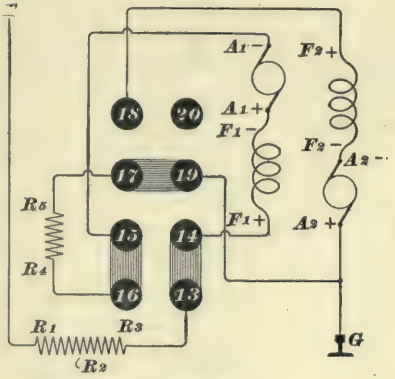

FIG. 24.
**27.** Fig. 24 shows the No. 1 motor cut in and the No. 2 motor cut out. In this case, a quarter-turn on plug No. 2 has broken the connection between posts *17* and *18* and made connection between posts *17* and *19* direct to the ground at $G$. One end of the No. 2 motor is left hanging in the air at post *18*, and the other end is grounded through its permanent ground connection. The motor is dead, and therefore cut out. The path of the current in this case is $T$–$R_1$–$R_2$–$R_3$ –*13*–*14*–$F_1+$ –$F_1-$ –$A_1+$ –$A_1-$ –*15*–*16*–$R_4$–$R_5$–*17*–*19* to earth at $G$.